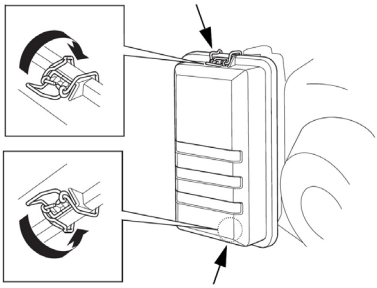

Рис. 17 Снятие крышки воздушного фильтра
1. Отстегните защелки крышки воздушного фильтра и снимите крышку воздушного фильтра (Рис. 17).